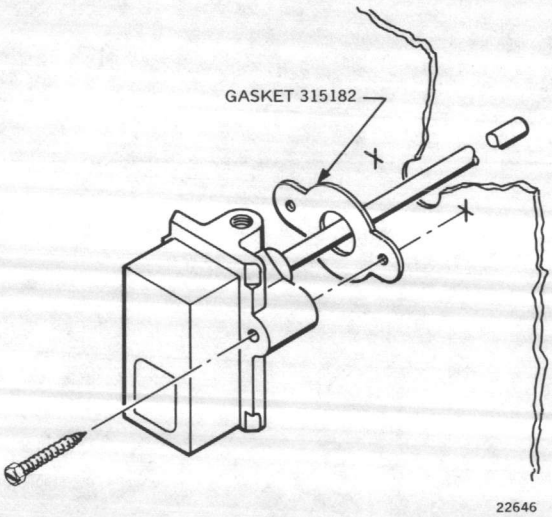

Fig. 4. Gasket for Duct-Mounted LP914A.
3. Gasket 315182 — duct-mounted LP914A (Fig. 4).